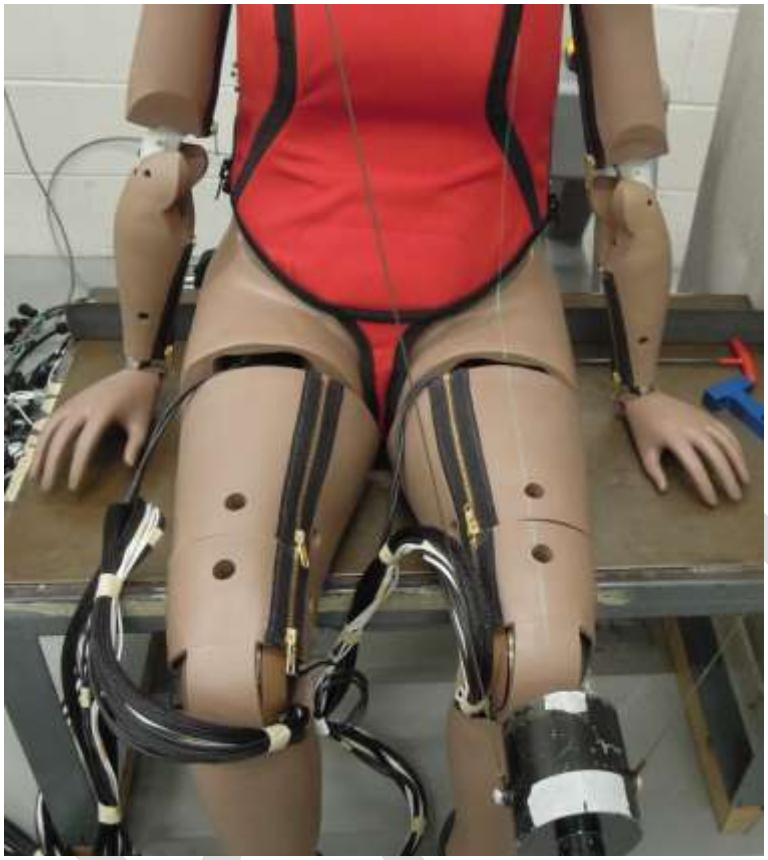

Figure 7-5. Lateral alignment of the probe.
7.5.7 Align the impact probe so that at the point of contact is the center of the probe face which is centered on the surface of the knee and the longitudinal centerline of the probe is collinear within 0.5° of the longitudinal centerline of the femur load cell (Figure 7-5).